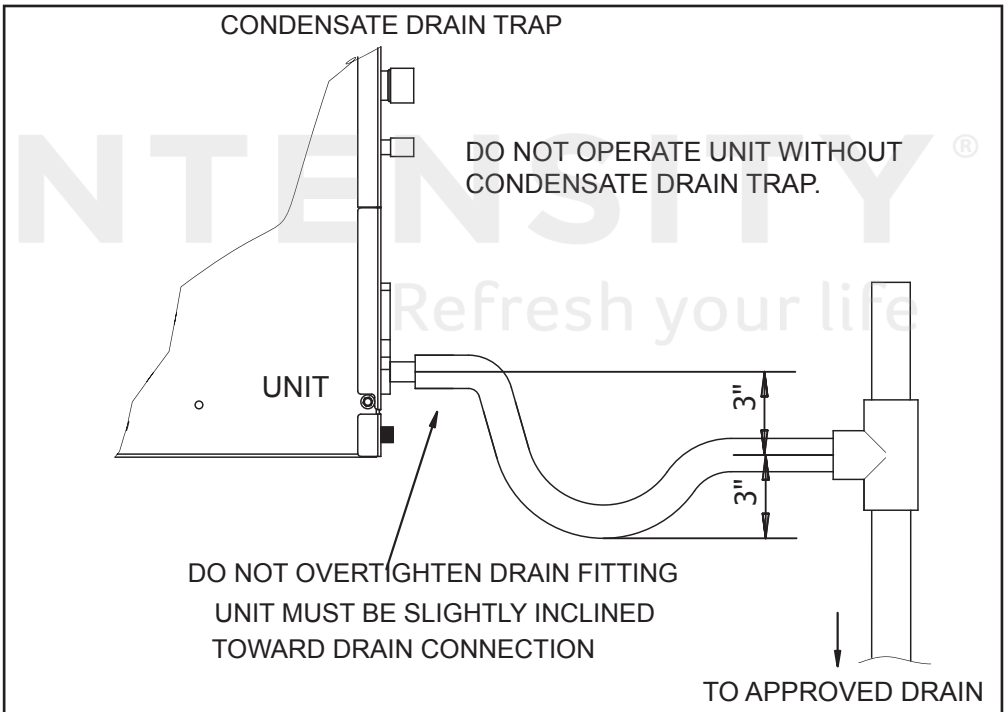

Fig. 5 CONDENSATE DRAIN TRAP
- Make sure unit is level or pitched slightly toward primary drain connection so that water will drain completely from the pan. (See Fig. 5)
- Make provisions for disconnecting and cleaning of the primary drain line should it become necessary. Install a 3 inch trap in the primary drain line as close to the unit as possible. Make sure that the top of the trap is below connection to the drain pan to allow complete drainage of pan (See Fig. 5).